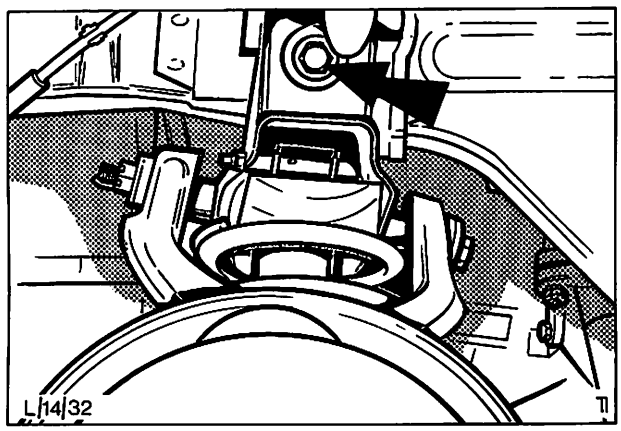

Abb. 34 Lage der hinteren Befestigungsmutter – Verbindungsrahmen am Längsträger
9. Muttern der hinteren Schrauben (Verbindungsrahmen am Fahrzeugunterbau) entfernen und beide Schrauben von der Motorseite her heraustreiben, Abb. 34. Vordere Schrauben (Verbindungsrahmen) am Unterbau lösen (nicht entfernen).